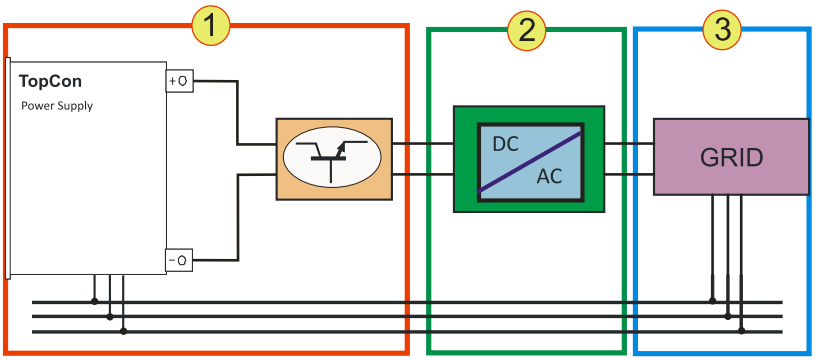

Abb. 71 Einsatz des TopCon Netzgerätes als Prüfstand
- Bauart: Buchse für USB Stecker Typ B (siehe Abb. 71 oben)